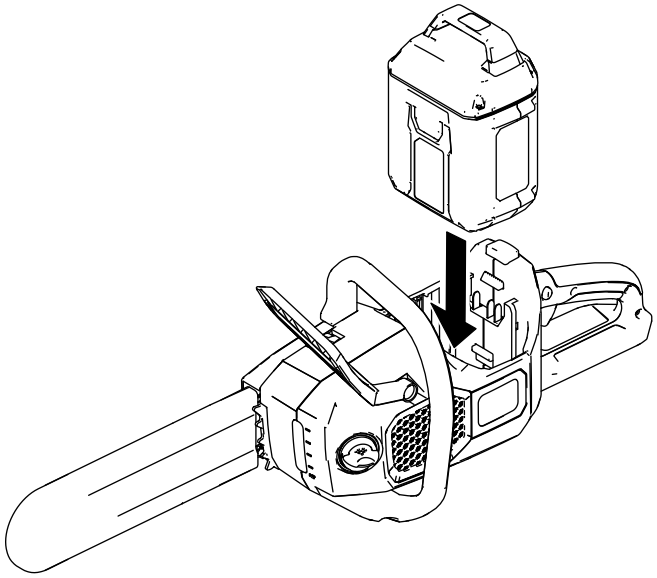

**Rysunek 22**
2. Ustaw wypustkę na akumulatorze równo z wgłębieniem w pile łańcuchowej (Rysunek 22).